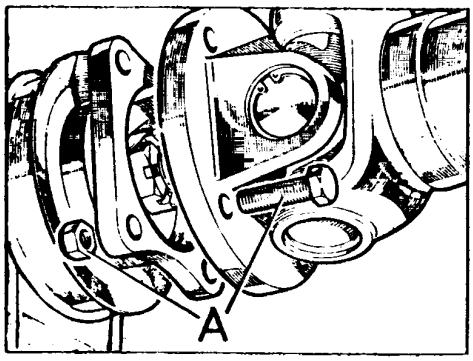

Fig. D-5 Acoplamiento del árbol de transmisión al diferencial
2.3. Fijar el árbol de transmisión a la brida del diferencial (Fig. D-5) colocando las tuercas detrás de la brida y apretándolas por igual.